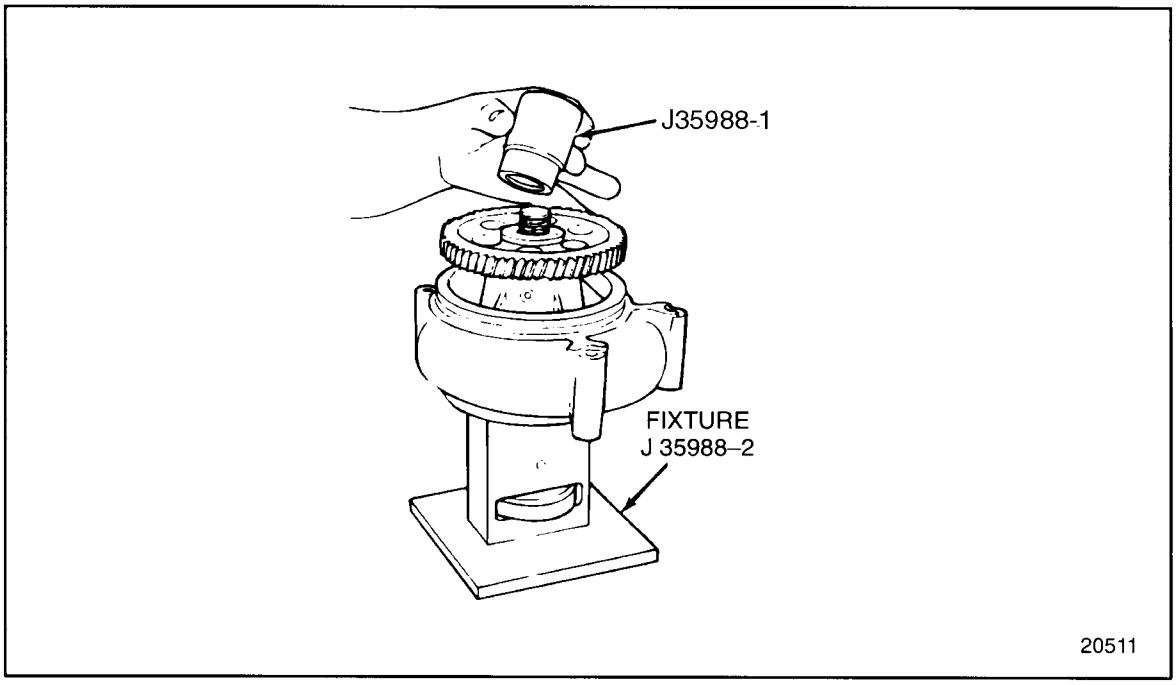

Figure 4-61 Water Pump Drive Gear Installation (FM)
25. Using the small end of toolJ 35988-1, part of tool set J 35988-D, press the drive gear down onto the drive shaft until it touches the bearings. See Figure 4-61.